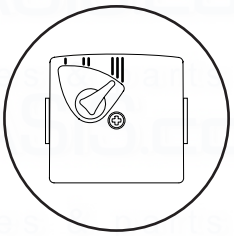

Fig. 92
3. A standard replacement Grundfos 15-60 head can now be fitted. Connect the pump wiring to the new head. **The pump speed must be set to 3** (Fig. 92).